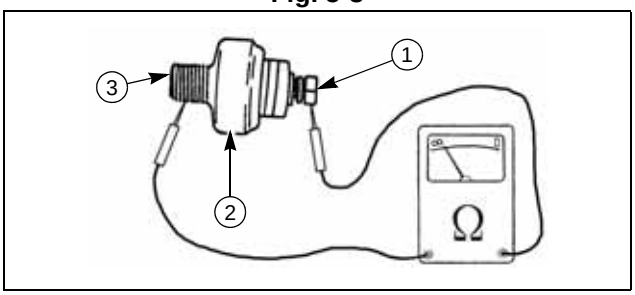

Fig. 5-9
1. Using an ohmmeter, touch one test lead to the pressure switch terminal, ① (page 5-3, Fig. 5-9), and the other test lead to the threads of the switch body, ② (page 5-3, Fig. 5-9).
3. While the test leads are connected to the switch, pressurize the switch oil pressure port ③ (page 5-3, Fig. 5-9), with low pressure 10.0–20.0 psi(69–138 kPa) {0.7–1.4 kgf/c^2} compressed air.
2. Install the ring terminal onto the oil pressure switch, and secure the terminal with the retaining screw, ①, (page 5-3, Fig. 5-9).